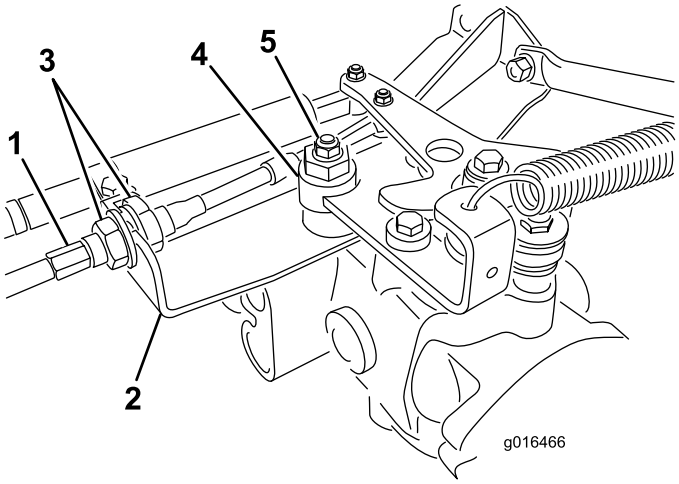

**Figur 42**
A. Løsn begge kontramøtrikkerne, der fastgør traktionskontrolkablet til kantpladen på hydrostaten (Figur 42). Sørg for, at kontramøtrikkerne er løsnet lige meget og kan justeres tilstrækkeligt.
B. Løsn den bolt, der fastgør den excentriske bolt til den øverste del af hydrostaten (Figur 42).
D. Drej den excentriske bolt, indtil der ikke forekommer krybning i nogen retning. Når hjulet holder op med at dreje, skal den møtrik, der låser den excentriske bolt og justeringen, tilspændes (Figur 42). Kontroller indstillingen med gashåndtaget i positionerne langsom og hurtig.
E. Låsemøtrikkerne skal tilspændes **lige meget** fra hver side af kantpladen for at fastgøre traktionskablet til kantpladen (Figur 42). Vrid ikke kablet.